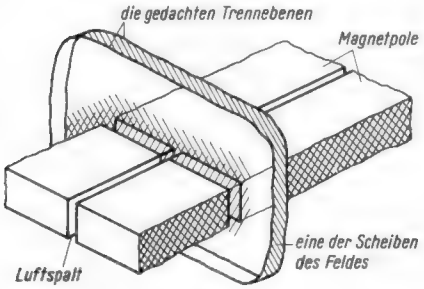

Bild 1
2. Für den Fall des vorigen Beispiels sei nun der Querschnitt sehr lang gestreckt. Die Abmessungen mögen 0,5 cm × 30 cm betragen. Für einen solch langgestreckten Querschnitt ist die Magnetfeldstreuung an den langen Polkanten keinesfalls mehr vernachlässigbar. Glücklicherweise dürfen wir das Feld im Luftspalt als paralleleben betrachten und zwar derart, daß es fast durchweg senkrecht zu den langen Polkanten in gleichwertige Scheiben aufgeteilt werden kann (*Bild 1*). Die Endscheiben sind den inneren Scheiben wohl nicht gleichwertig. Dies spielt aber